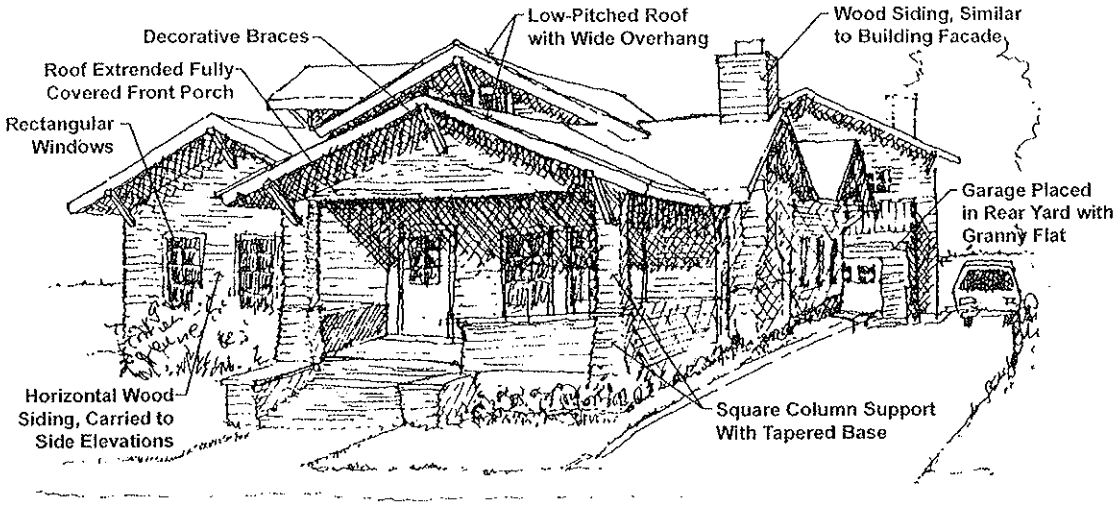

Figure 1
- The front facade of a second story shall be recessed a minimum five feet (5') from the first story. (*Refer to Figure 1*)
- Where architectural materials such as masonry, bricks, stone or tile are applied to a front or rear facade, those materials shall be carried over to the side elevations by a minimum of five feet (5'). (*Refer to Figure 1*)
- Chimney exterior shall be wood framed with cultured stone, fiber cement siding, brick or stucco. (*Typically the same material used on the building facade is used for the chimney, refer to Figure 1*)
- Front porches shall be partially or fully covered. (*Refer to Figure 1*)
- Roof extended porches are encouraged. (*Refer to Figure 1*)
- Garage structures shall be placed in the rear yard accessed from the street by an elongated driveway or accessed from an alley. (*Refer to Figure 1*)
- The garage structure shall be constructed out of the same exterior material as the primary residence. (*Refer to Figure 1*)
- Granny flats above the garage structure are encouraged. (*Refer to Figure 1*)